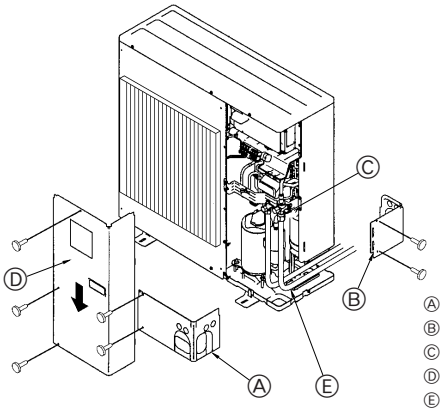

Fig. 4-3
① Kapağı çıkarın, kolu kendinize doğru çekip saat yönünün tersine 1/4 devir çevirerek açın.
② Stop valfının tamamen açık olduğundan emin olun, kolu içeri itin ve başlığı çevirerek tekrar ilk konumuna getirn.
4.3. Soğutucu boruları (Fig. 4-3)